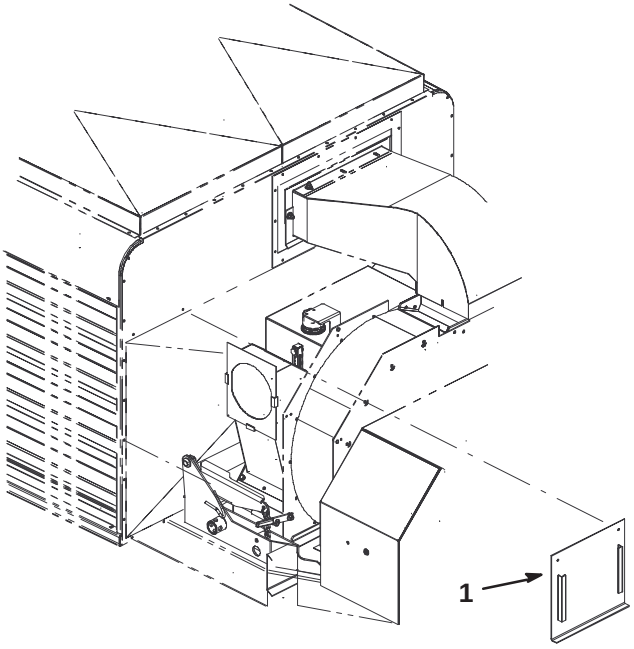

Figure 4
14. Mount hanger to front panel and brace with the (2) capscrews and nuts removed. Position hanger as shown in figure 4.